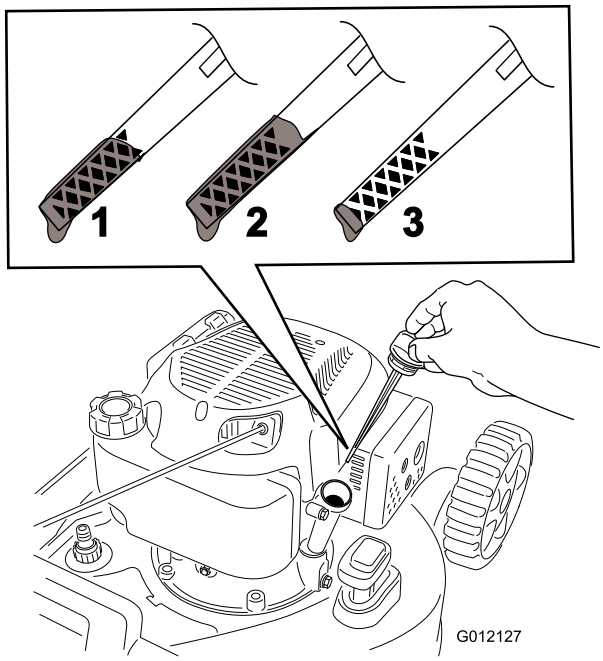

Rysunek 23
9. Wyjmij wskaźnik oleju i odczytaj widoczny na nim poziom oleju (Rysunek 23).